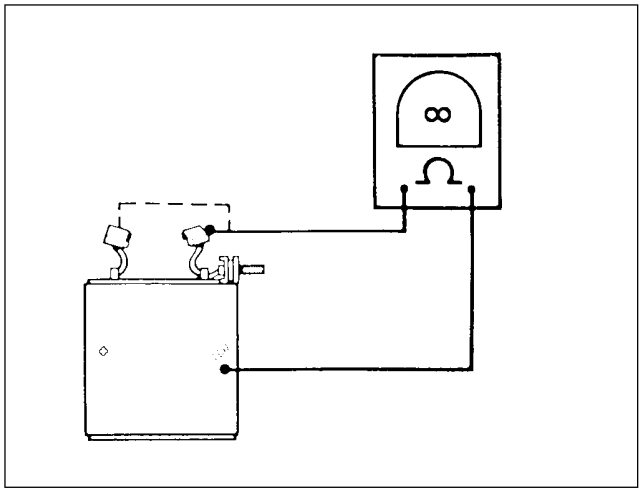

Figure 5-14. Grounded Field Test
13. See Figure 5-14. Check for GROUNDED FIELD WINDING with an ohmmeter or continuity tester. Touch one probe to the frame, and the other probe to each of the brushes attached to the field winding. There should be no continuity (infinite ohms). If there is any continuity at either brush, the field winding(s) are grounded and the field frame should be replaced.